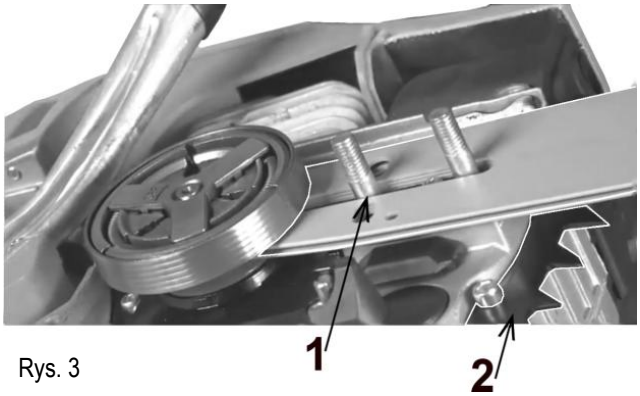

Rys. 3
- Zamontuj przyporę **2 (Rys. 3)** za pomocą dostarczonych w komplecie wkrętów.
- Załóż prowadnicę na widoczne na rysunku kołki **1 (Rys. 3)**.